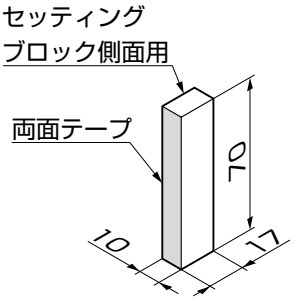
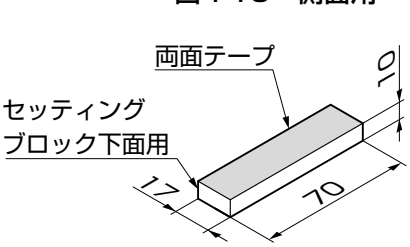

図4-10　側面用
図4-11　下面用
- ●セッティングブロックには、側面用と下面用の2種類があります。（図4-10、図4-11参照）